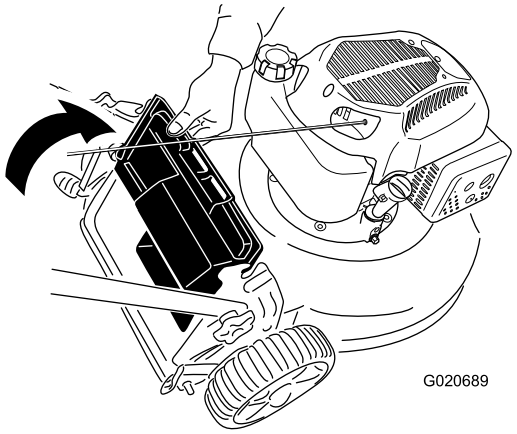

Figuur 22
2. Breng de afvoergeleider omhoog en houd deze omhoog (Figuur 22).